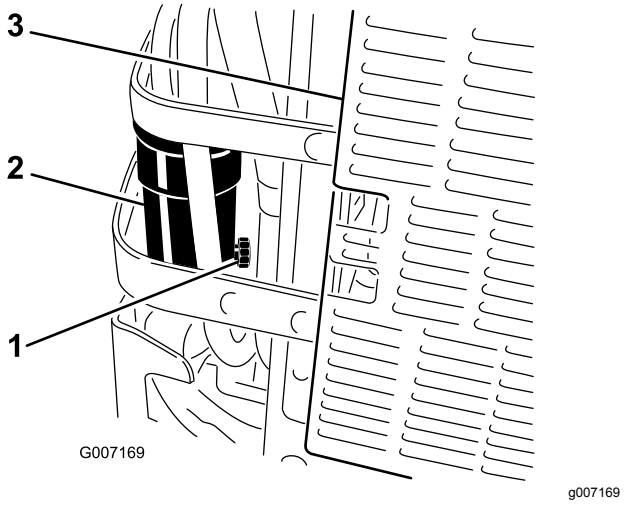

Figur 67
5. Åpne tappeventilen på vannseparatoren ca. én omdreining slik at vann og andre kontaminanter tappes ut (Figur 67).
6. Steng tappeventilen når det kommer ut rent dieseldrivstoff (Figur 67).